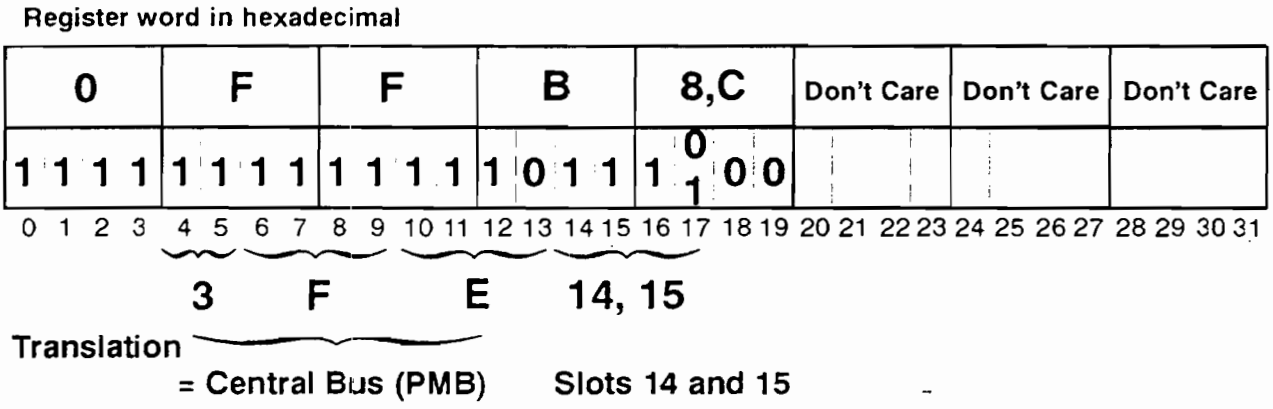

Figure 5-13. Decoding a Info+Req Register
b. **Decode the Info+Req registers to locate the master.** See Figure 5-13:
ii. **Put the hex digits into the register diagram** given in Figure 5-7. The result is shown in Figure 5-13. We do not need to translate the last three digits.